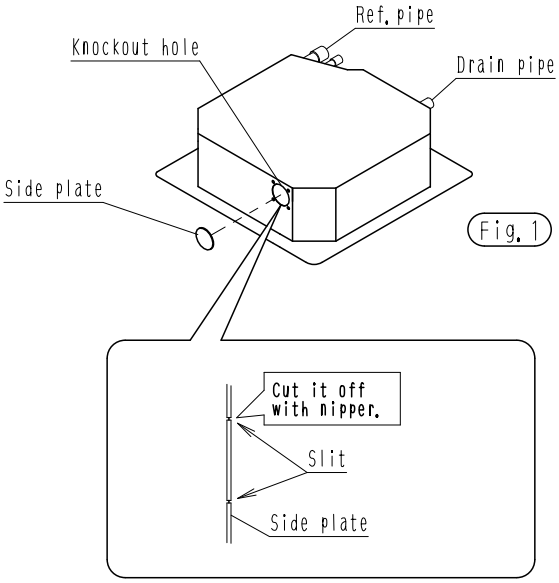

Fig. 1
1. Cut off the knockout hole on the side plate. (Fig. 1)